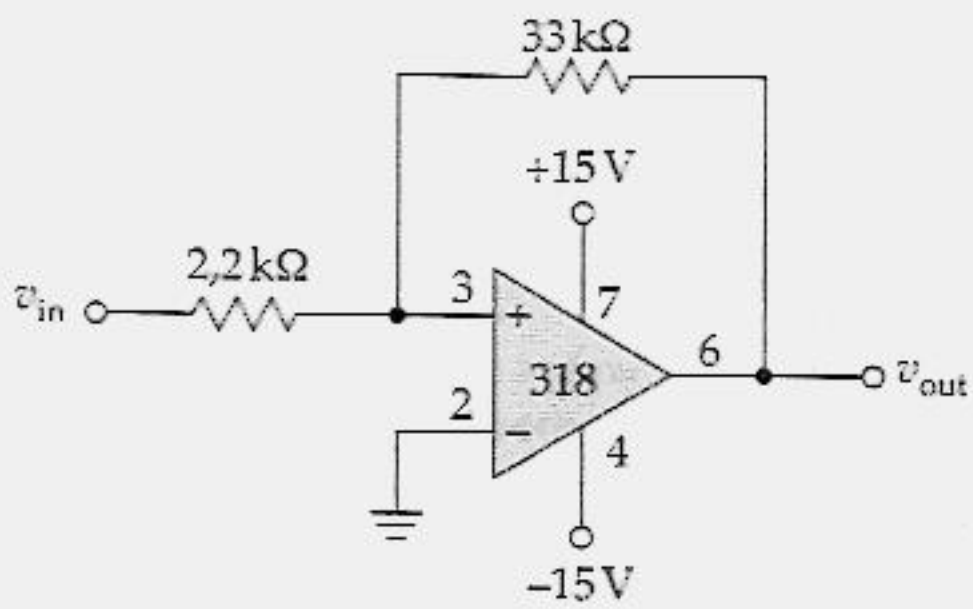

Figura 21.39 Schmitt trigger não-inversor com tensão central de zero.
21.10 Quais são os pontos de comutação e a histerese se V_{sat} = 13,5 V no circuito da Figura 21.39?
21.12 A tensão de ruído na entrada do circuito da Figura 21.39 pode ser tão grande como 1 V de pico a pico. Sugira uma ou mais alterações que tornem o circuito imune a essa tensão de ruído.